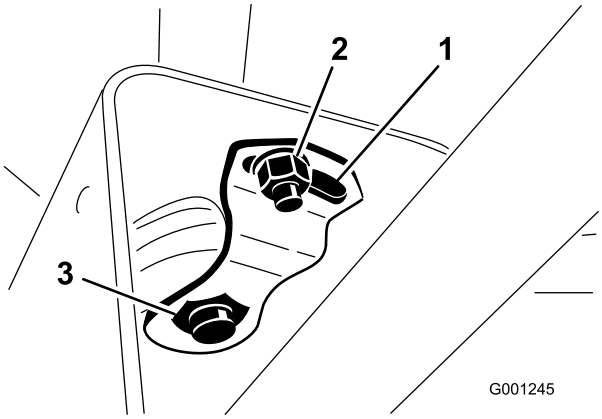

Figuur 70
2. Schuif de kap omhoog langs de stuuras zodat de draaibeugel zichtbaar wordt (Figuur 70).
3. Zet de kleine moer los en draai aan de draaibeugel totdat deze de grote moer onder vastklemt (Figuur 70).